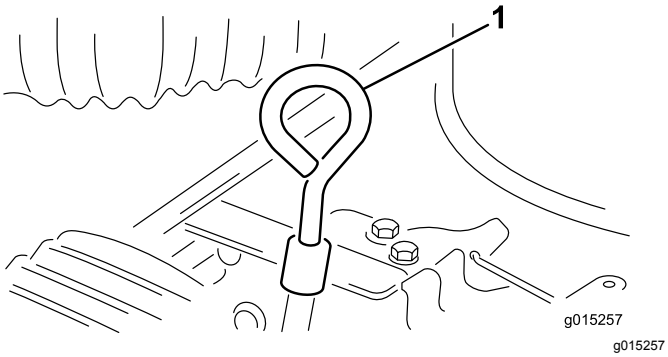

**Figur 8**
2. Gör rent omkring oljestickan så att smuts inte kan falla ned i påfyllningshålet och orsaka motorskador (Figur 8).